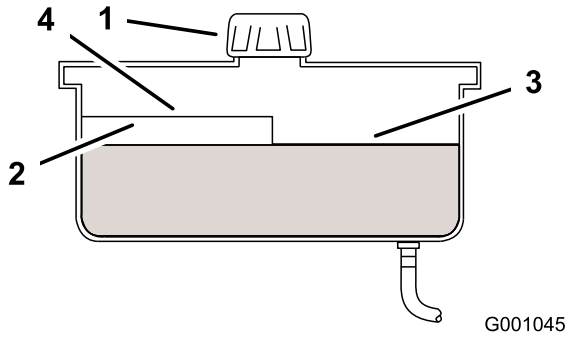

Figuur 50
4. Reinig de omgeving van de vulbuis en de dop van de hydraulische tank (Figuur 50).
5. Verwijder de dop van de vulbuis. Kijk in de vulbuis om te controleren of er nog vloeistof in het reservoir is. (Figuur 50).
Opmerking: Het vloeistofpeil moet aan de bovenkant van de warm-markering op de keerplaat staan als de vloeistof warm is (Figuur 50).